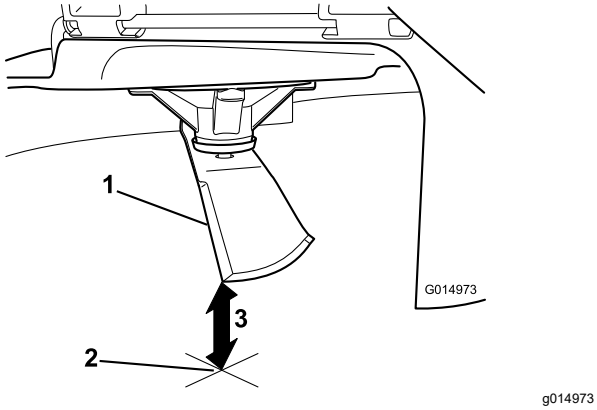

Figuur 73
3. Meet de afstand tussen het uiteinde van het mes en de vlakke ondergrond (Figuur 73).